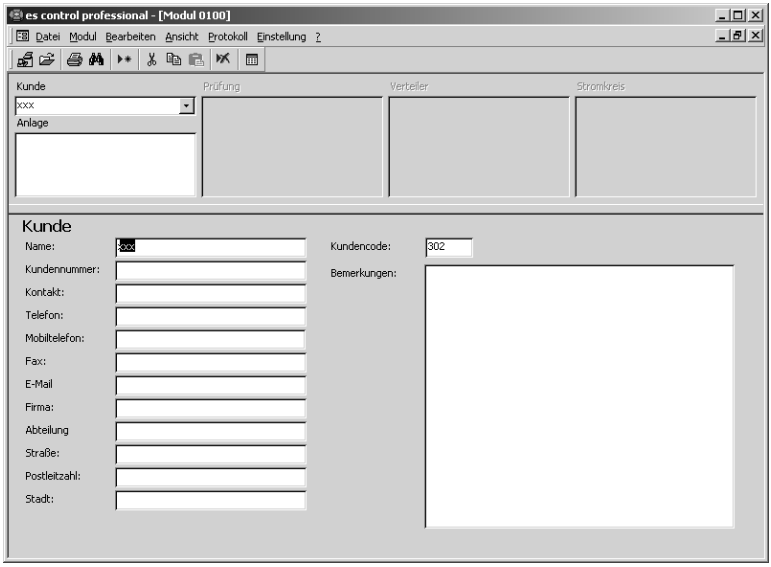

Bild 5.5 Datensatz für Kunde hinzufügen
- Legen Sie nun einen neuen Datensatz an. Verwenden Sie dazu den Menübefehl "Bearbeiten | Neuer Datensatz " oder benutzen Sie das Kontext-Menü, welches mit der rechten Maustaste aufgerufen wird. Der neue Datensatz für den Kunden wird dargestellt wie in Bild 5.5.